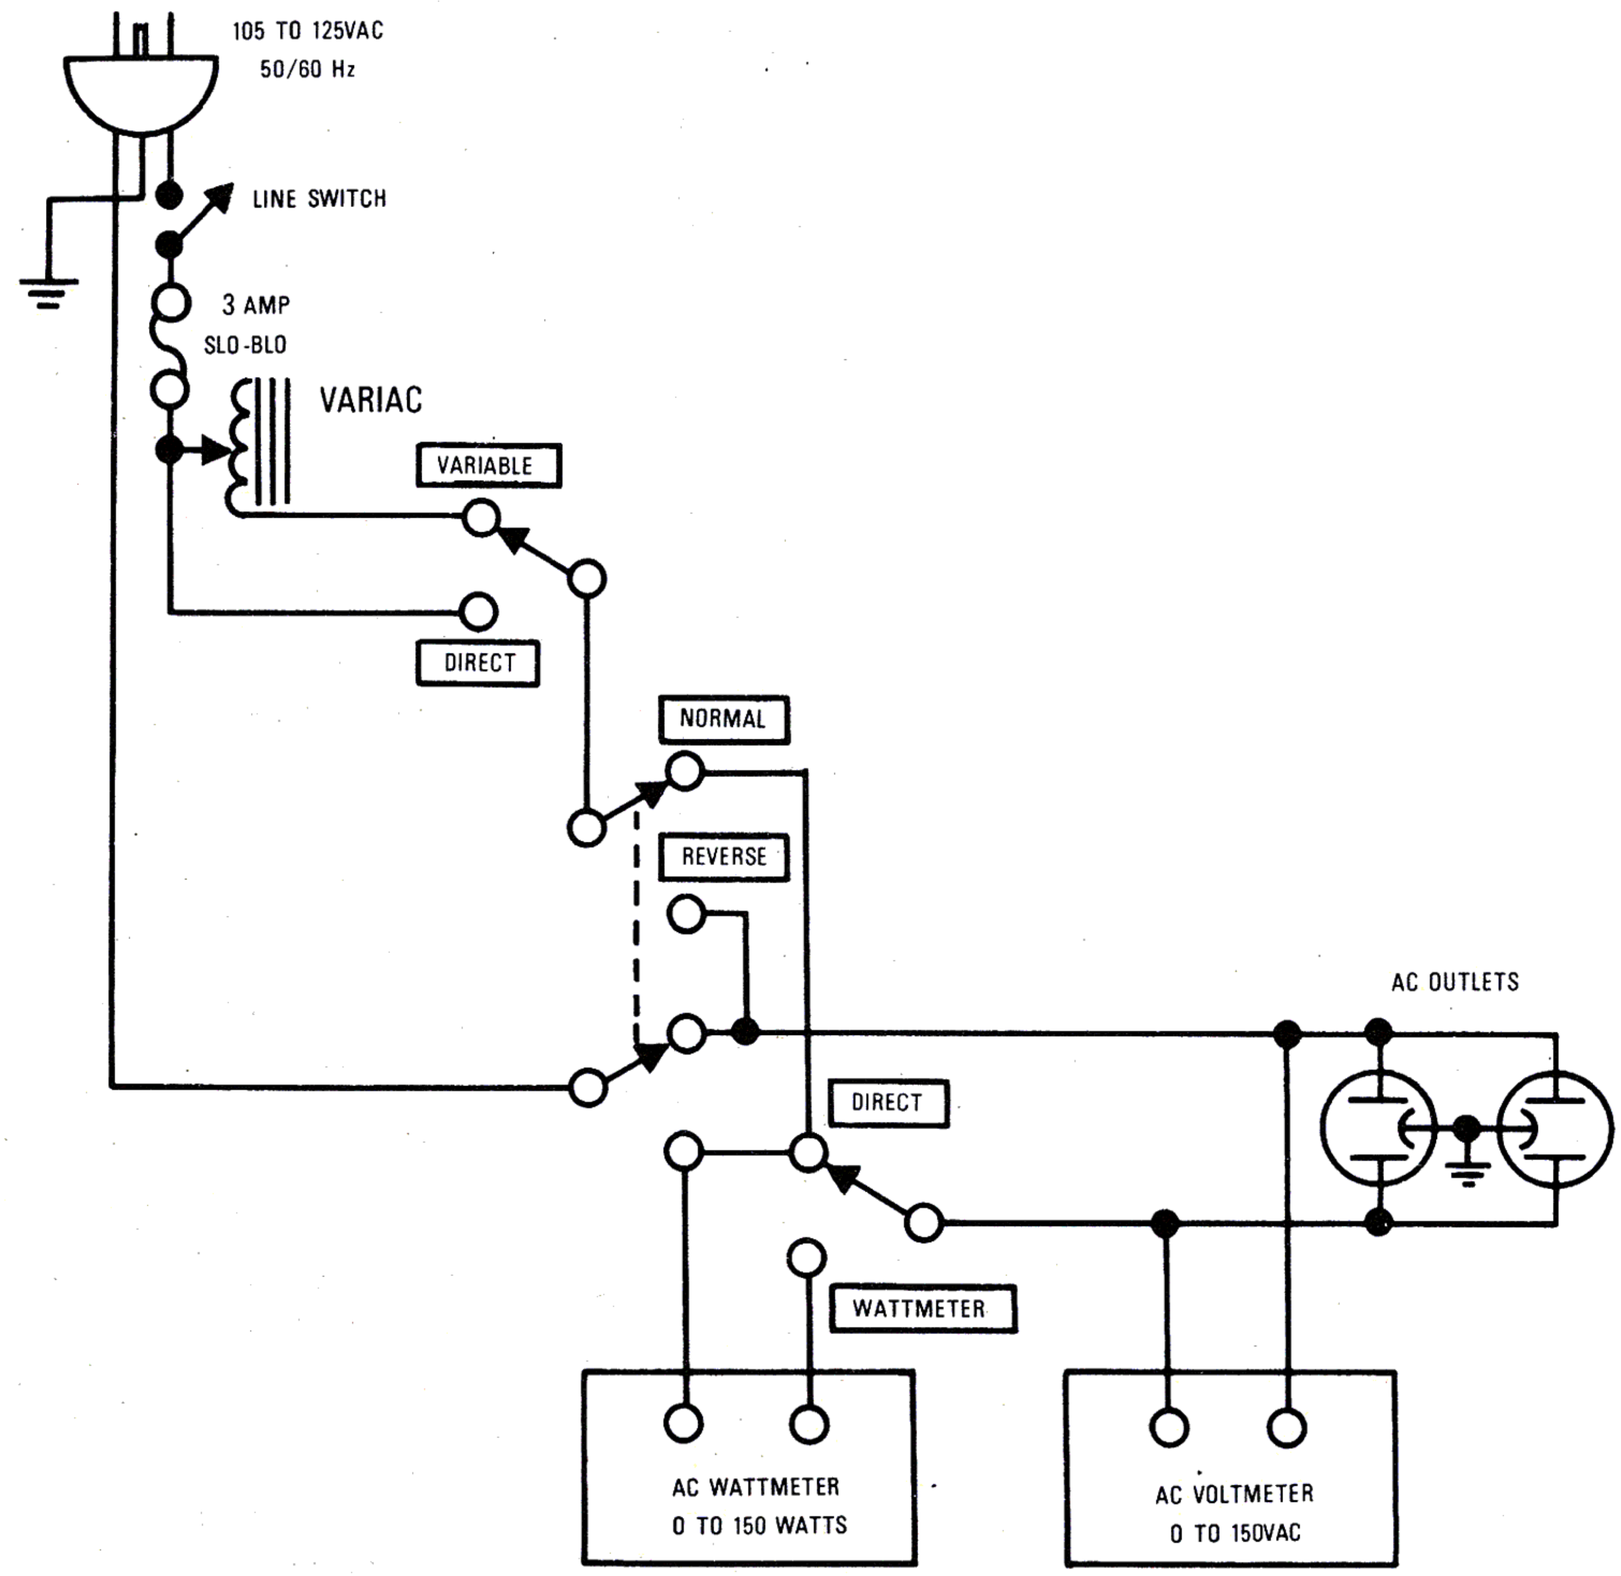
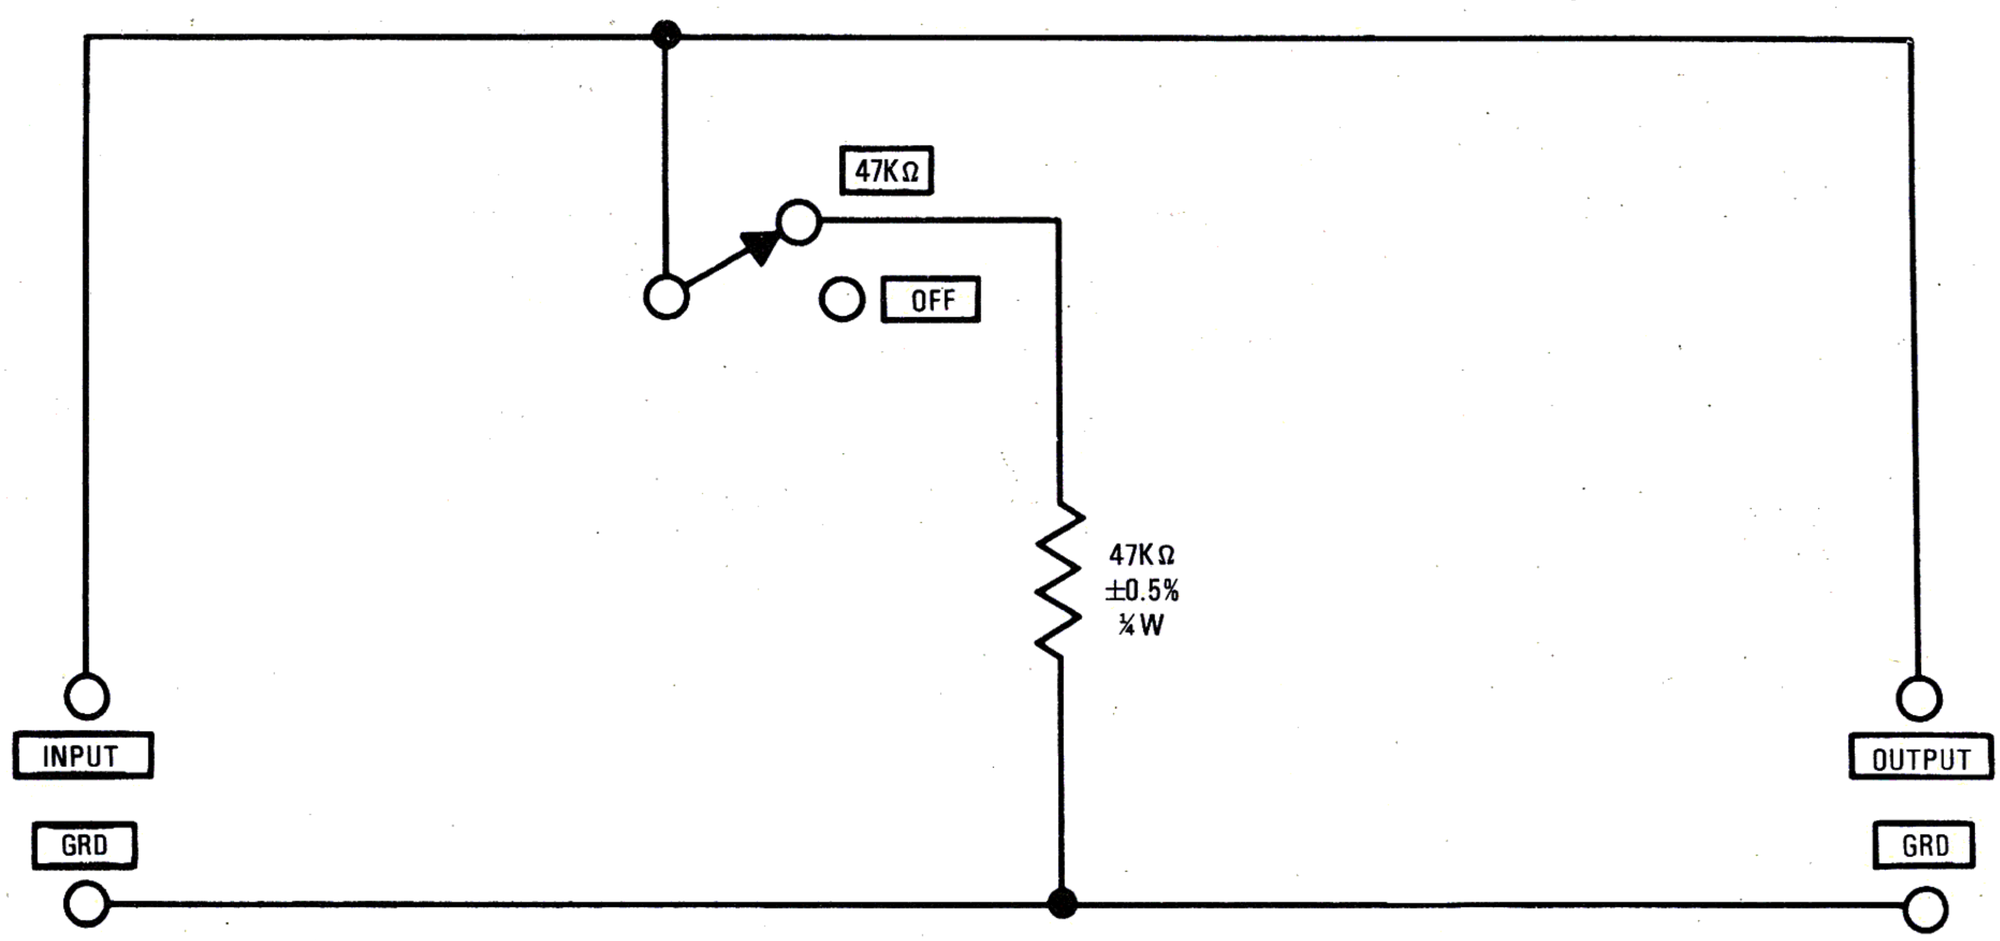

Figure 1. AC Power Control Box Simplified Schematic
Figure 2. Amplifier Output Load Box Simplified Schematic
1. Make the test setup shown in Figure 1 with the instrument controls set in the following positions:
Table 1 lists the test equipment required for servicing the Model 4000 Quadradial 4 Adaptor. The wattmeter, ac voltmeter, and variac may be assembled as a test fixture as shown schematically in Figure 1, and the load resistors and ac ammeter may be assembled into a second test fixture as shown in Figure 2.